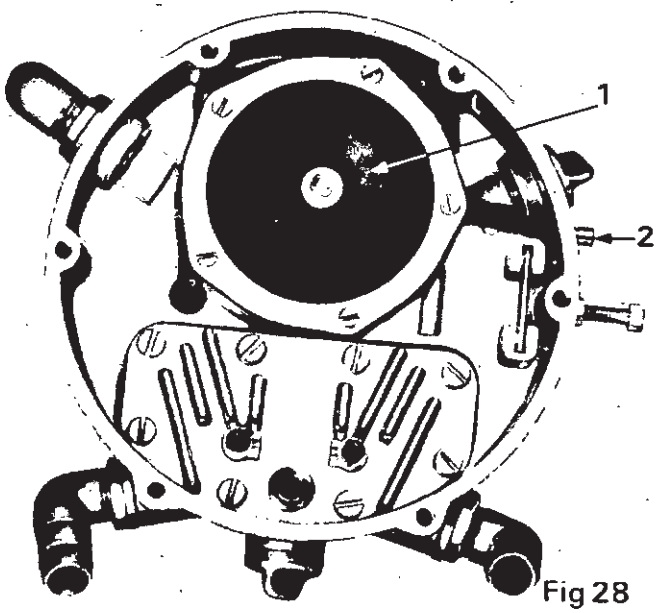

Fig 28
- Pousser à fond manuellement la 3ème membrane et obturer ensuite le tube de depression (Fig. 28) ; attendre quelques secondes : la membrane doit demeurer enfoncée .